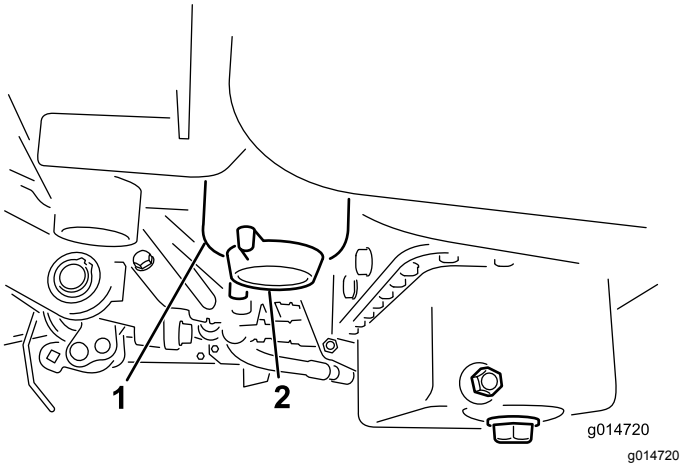

Figura 33
2. Limpe a zona de montagem do recipiente do filtro (Figura 33).
4. Abra o tampão de escoamento do filtro (Figura 33).